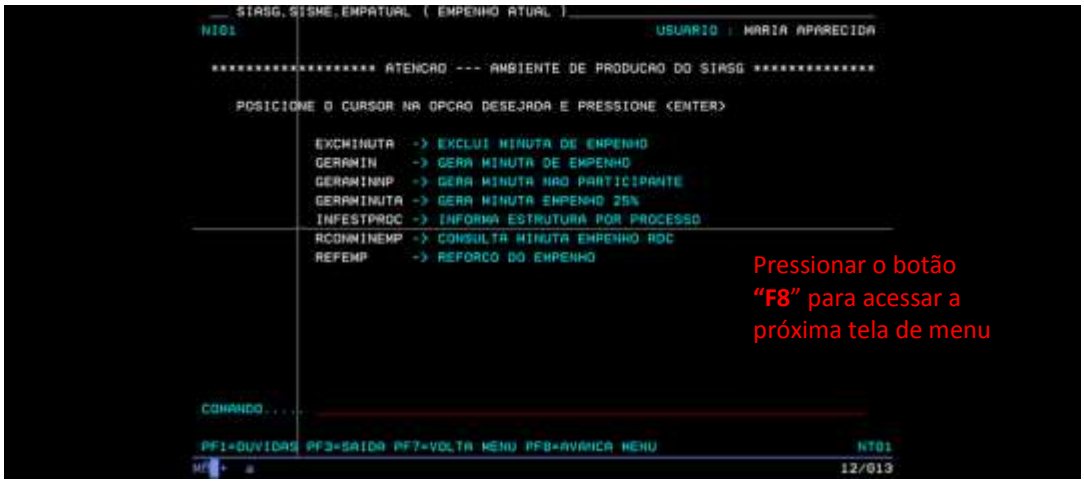

Figura 9: Menu de Sistemas – Acesso INFESTPROC (Informa estrutura por processo) – Tela 01
- Selecionar a opção "INFESTPROC – Informa Estrutura por Processo". Caso a referida opção não apareça na tela inicial, o usuário deverá pressionar o botão "F8" até visualizá-la. Quando localizada deverá pressionar o botão "Enter" para acessar ao sistema (Figura 9);